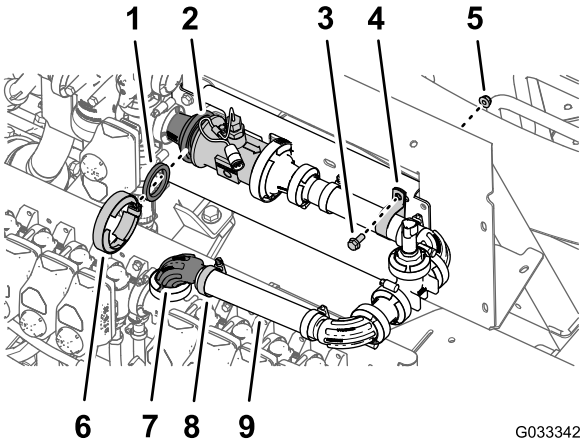

Figur 126
1. Juster pakningen (2-1/4 tomme) mellem gennemstrømningsmåleren og reduktionsadapteren, der er monteret ved højre side af den primære styreventil (Figur 126).
2. Monter pakningen, gennemstrømningsmåleren og reduktionsadapteren løst (Figur 126) med en flangeklemme på 76 mm.
3. Monter den ledige ende af slangen (1 x 8-1/2 tomme) løst over 90°-flangefittingen (1 tomme) med en slangeklemme (Figur 126).
4. Fastgør tryktransduceren og manifolden til manifoldbeslaget med en R-klemme, en flangehovedbolt (5/16 x 3/4 tomme) og en flangelåsemøtrik (5/16 tomme) som vist i Figur 126.